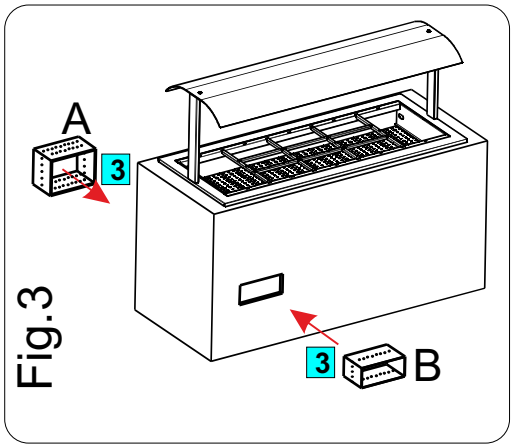

Fig.3
2. CREATE TWO CONVEYORS (A) and (B) BETWEEN THE DROP-IN AND THE STRUCTUR / FURNITURE FOR PROPER AIR CIRCULATION. SEE ALSO FIG 3 AND 4.
2- Bauen Sie 2 Konveyors (A) und (B) zwischen der Einbauwanne und der Moebelstruktur fuer eine korrekte Luftzirkulation siehe auch Abbildung 3, 4